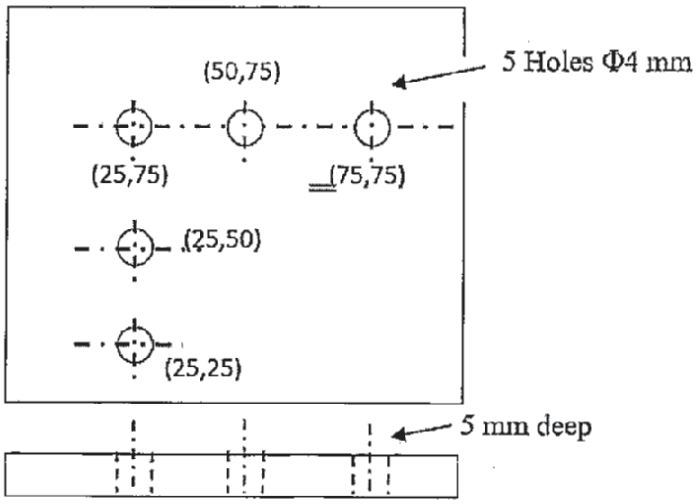

Fig. No. 2 (All dimension are in MM)
b) Write a CNC program in G and M codes for drilling the three holes in part as shown in Fig.No.2 also write remark for each block. **[12]**